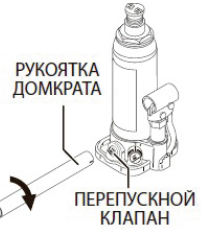

**рис.2**
4. Закройте перепускной клапан (рис.2), закрутив его по часовой стрелке.